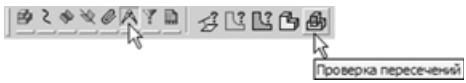

Рис. 7.95
- Нажмите кнопку **Проверка пересечений** на инструментальной панели **Измерения** (рис. 7.95).